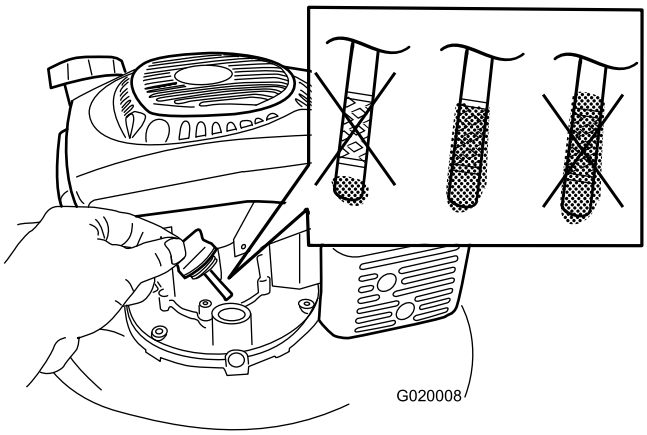

**Figuur 22**
7. Giet **langzaam** olie in de vulopening totdat het peil de Vol-markering op de peilstok bereikt (Figuur 22). **Niet te vol vullen.** (Maximaal vullen: 0,59 l, type: 10W-30 of SAE 30 reinigingsolie met onderhoudsclassificatie SJ van het American Petroleum Institute (API) of hoger.)